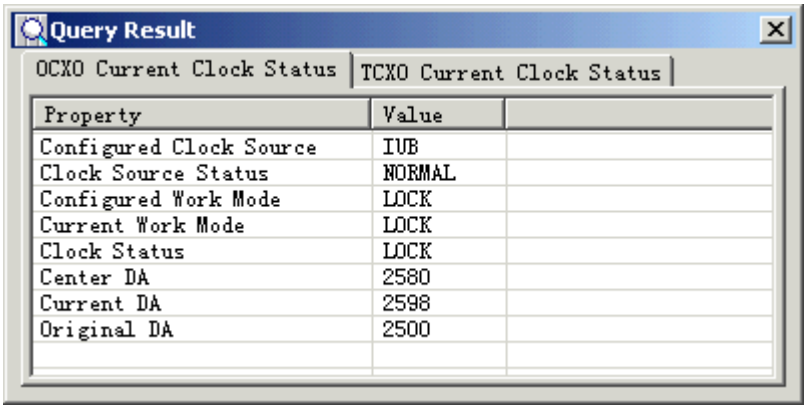
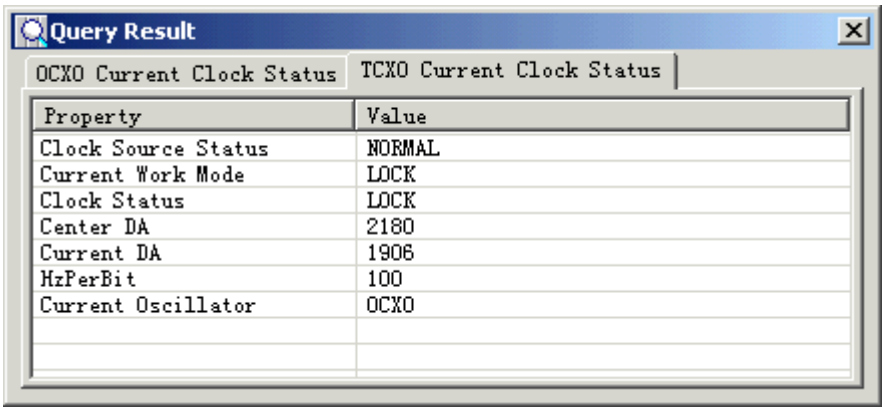

Figure 12-1 OCXO Current Clock Status in Query Result dialog box
Figure 12-2 TCXO Current Clock Status in Query Result dialog box
3) Select **Display Current Clock Status**. The **Query Result** dialog box opens up as shown in Figure 12-1 and Figure 12-2.